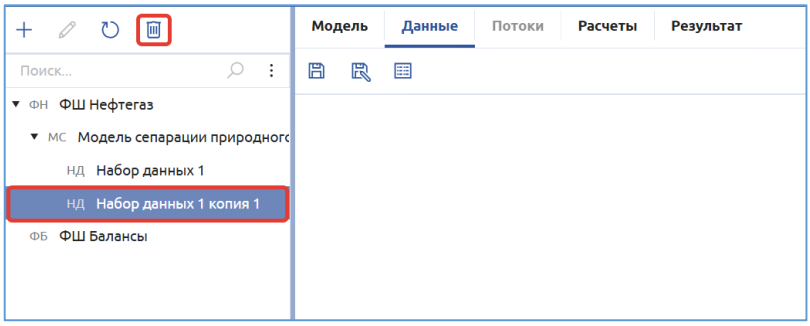

Рисунок 46. Удаление набора данных
1. В области навигации выбрать набор данных для удаления и выполнить команду «Удалить» на панели управления области навигации (Рисунок 46).